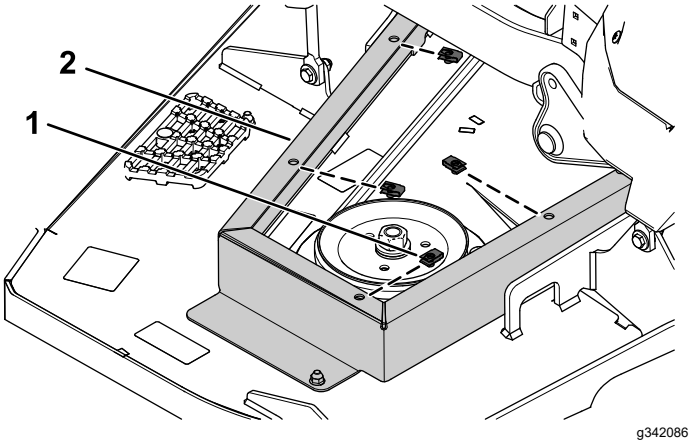

Figuur 8
3. Monteer 4 clips aan de kap van de linker poeliebeugel (Figuur 8).